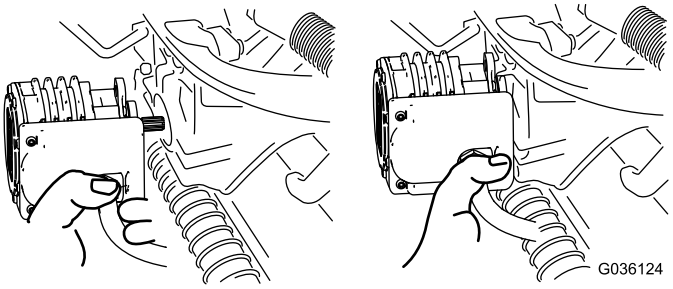

**Figur 36**
4. Flytt motoren til lagringsplassen foran på hjulopphengsarmen (Figur 36).